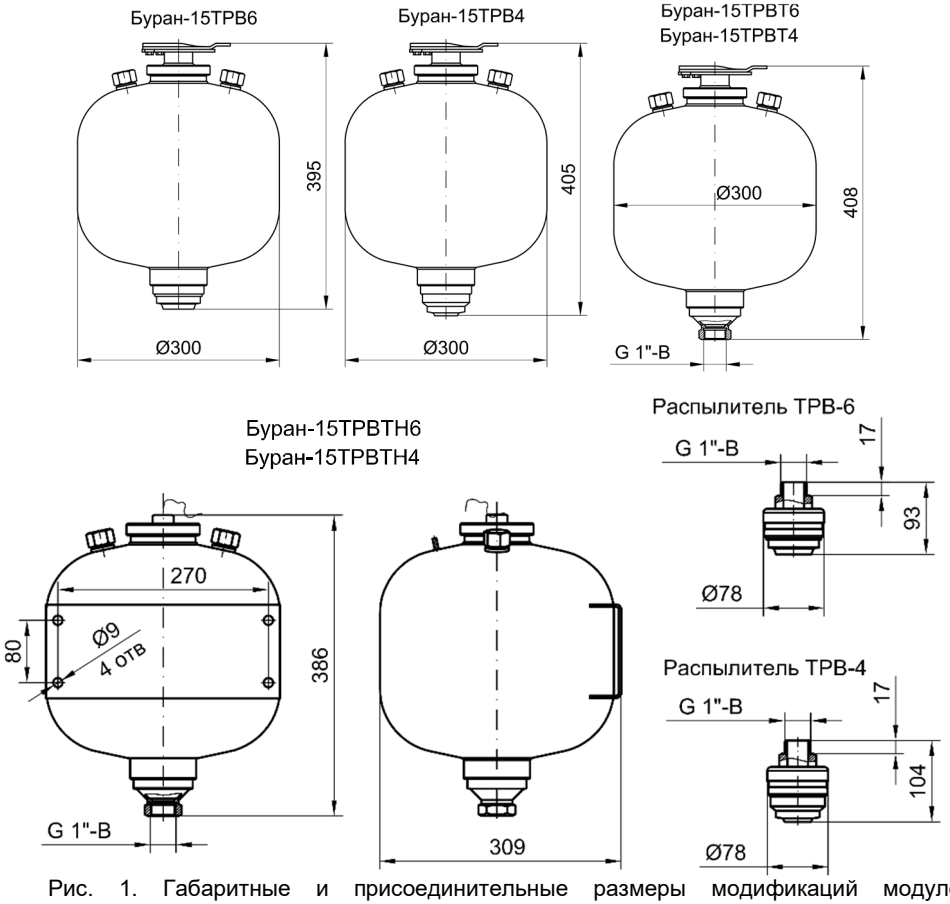

Рис. 1. Габаритные и присоединительные размеры модификаций модулей пожаротушения тонкораспылённой водой «Буран-15ТРВ».
4. Габаритные размеры, мм	см. рис.1
Модуль размещается непосредственно на защищаемом объекте (в помещении) и монтируется к горизонтальной части конструкции объекта при этом крепежные элементы должны выдерживать статическую нагрузку в вертикальном направлении не менее 140 кг. Координаты крепления модуля см. рис.1.
Модуль размещается непосредственно на защищаемом объекте (в помещении) и монтируется на стене или вертикальной части конструкции объекта. При этом крепежные элементы должны выдерживать статическую нагрузку в вертикальном направлении не менее 140 кг. Координаты отверстий крепления модулей указаны на рис. 1.